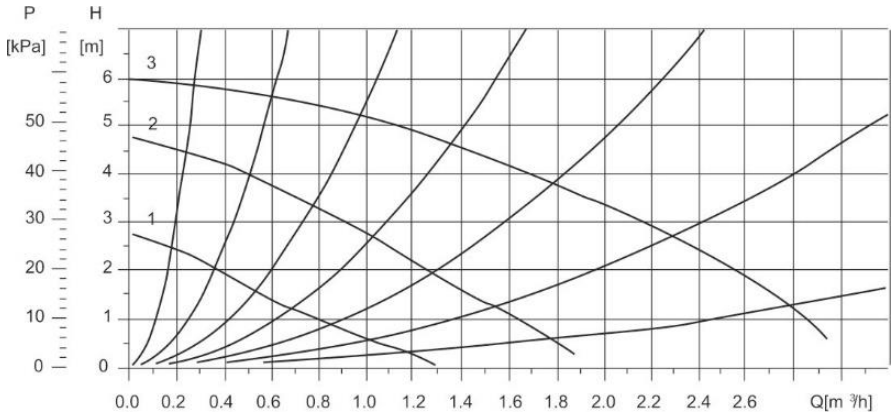

Рис. 18. Кривая характеристик давления насоса
- Поочередно нажмите кнопки взвода в центре термостатов (см. Рис. 18), пока один из них не издаст щелчок.